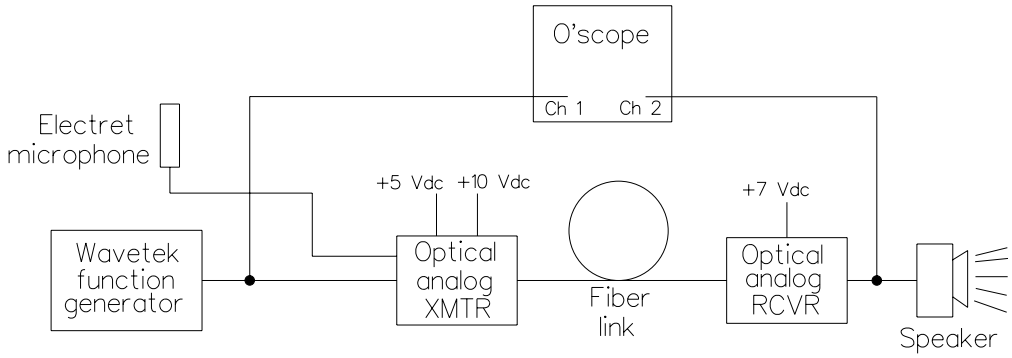

Figure 1: Analog fiber optic link.
A simple low power audio demonstration link is shown in Fig. 1.
1. Ensure that the system is set up as in Fig. 1. Familiarize yourself with all meter and test equipment controls.